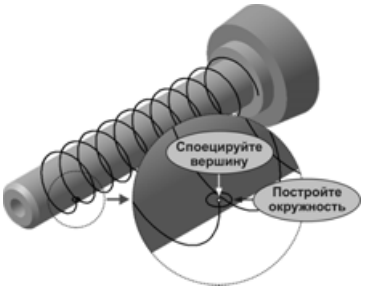

Рис. 8.39
- Спроецируйте в эскиз конечную вершину спирали (рис. 8.39), постройте окружность диаметром 1.5 с центром в точке проекции и закройте эскиз.